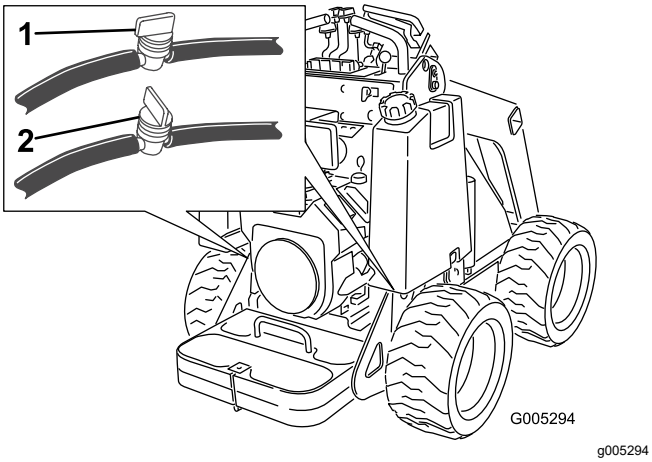

**Figuur 32**
2. Sluit de brandstofklep onderaan elke brandstoftank (Figuur 32).
3. Sluit de brandstofklep in de slang onderaan de brandstoftank(s) zoals getoond in Figuur 32.
8. Open de brandstofklep(pen) in de slang(en) onderaan de brandstoftank(s) zoals getoond in Figuur 32.